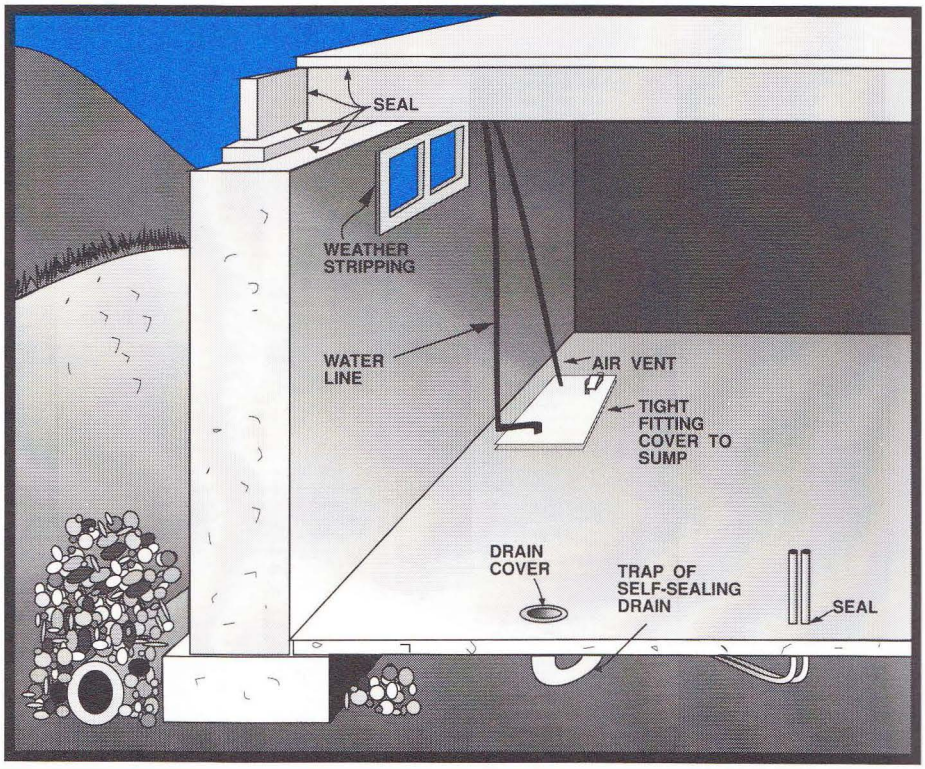

**FIGURE 45**
- Floor drains and sump pits should be provided with tight covers, with a trap primer used for the drain trap. (See Figure 45.)